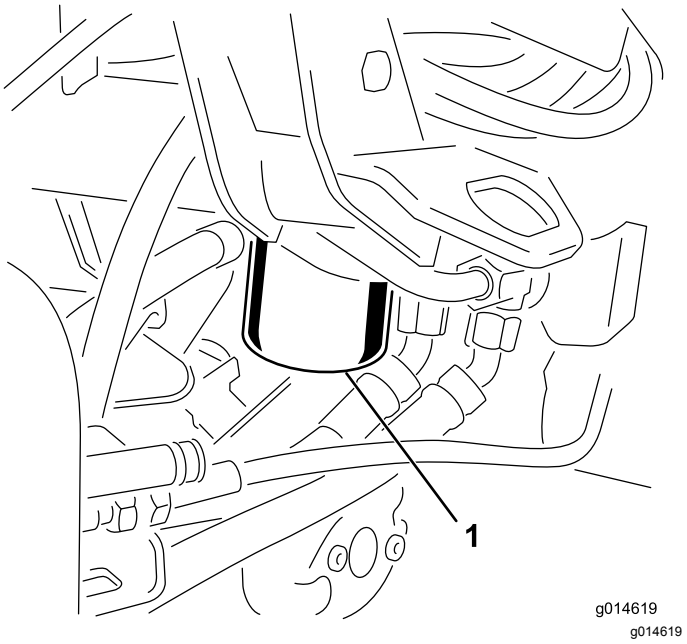

Rysunek 48
1. Wyczyścić obszar wokół mocowania filtra (Rysunek 48). Umieścić miskę pod filtrem i usunąć filtr.